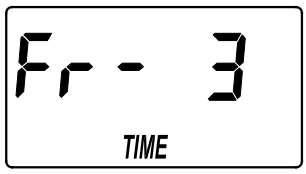

FIG. 27
2. Press the SELECT / MENU button three times, so that “Fr TIME” appears in the display (See Figure 27).